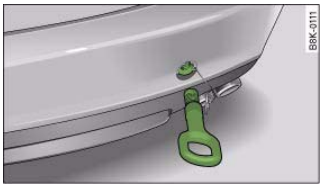

Fig. 252 Rear bumper: Fitting the towing eye
– To detach the cover cap from the bumper, firmly press the lower part of the cap inwards to release it ⇒ fig. 252.